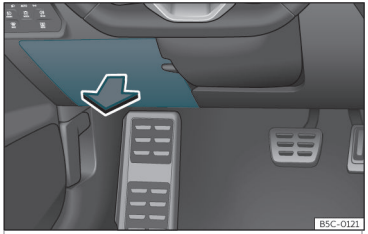

Fig. 47 Sul cruscotto, lato del conducente: coperchio della scatola dei fusibili.
- *Aprire:* abbassare la copertura>>> **fig. 47** .